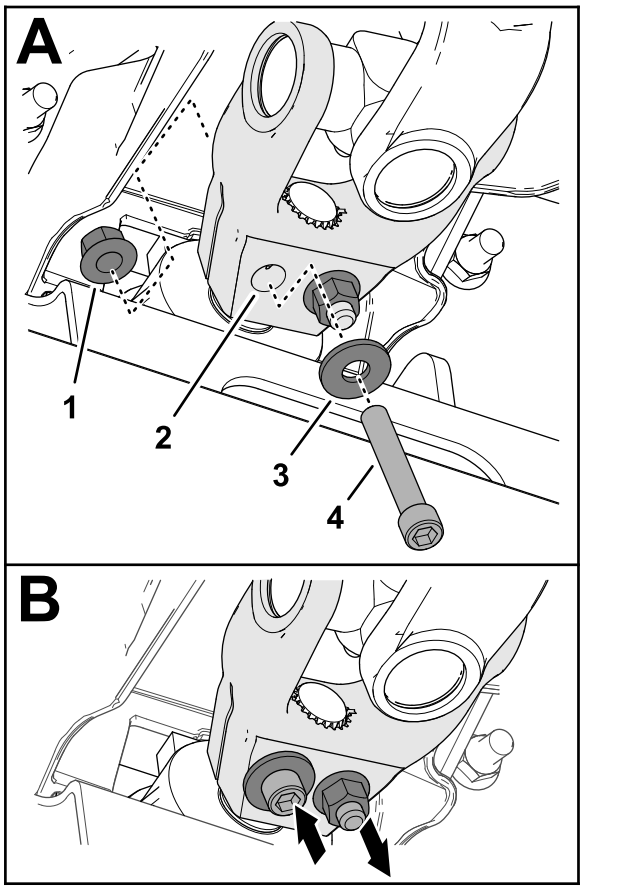

Figura 19
6. Introduzca un tornillo Allen (⅜" x 2¼") con una arandela (⅜") por el orificio de la horquilla del árbol de transmisión (Figura 19), y sujete el tornillo con una contratuerca con arandela prensada (⅜").
7. Introduzca un tornillo Allen (⅜" x 2¼") con una arandela (⅜") por el orificio de la horquilla del árbol de transmisión desde el otro lado (Figura 19), y sujete el tornillo con una contratuerca con arandela prensada (⅜").